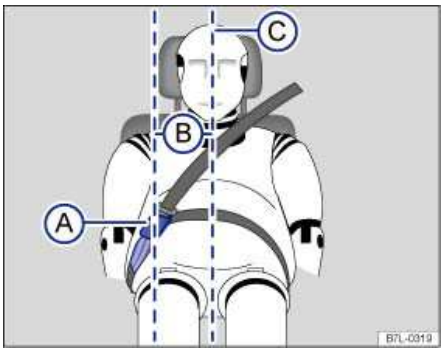

Fig. 60 Positioning of the safety belt extender.
Key to fig. 60:
- **Never use a safety belt extender if the distance (B) between the front edge of the safety belt extender buckle (A) and the centerline of the person using the safety belt extender**
⇒ fig. 60 (C) is less than 6 inches (15 cm).